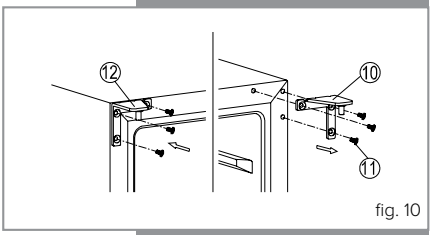

fig. 10
4. Remove the upper hinge (10) as shown in figure 10.